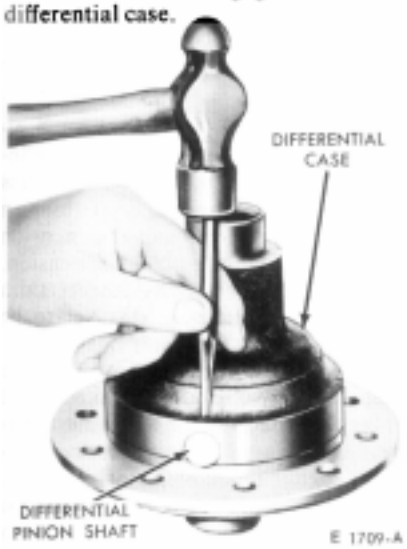

FIG. 12—Removing Differential Pinion Shaft Lock Pin
6. With a drift, drive the differential pinion shaft lock pin (Fig. 12), and separate the 2-piece differential case.